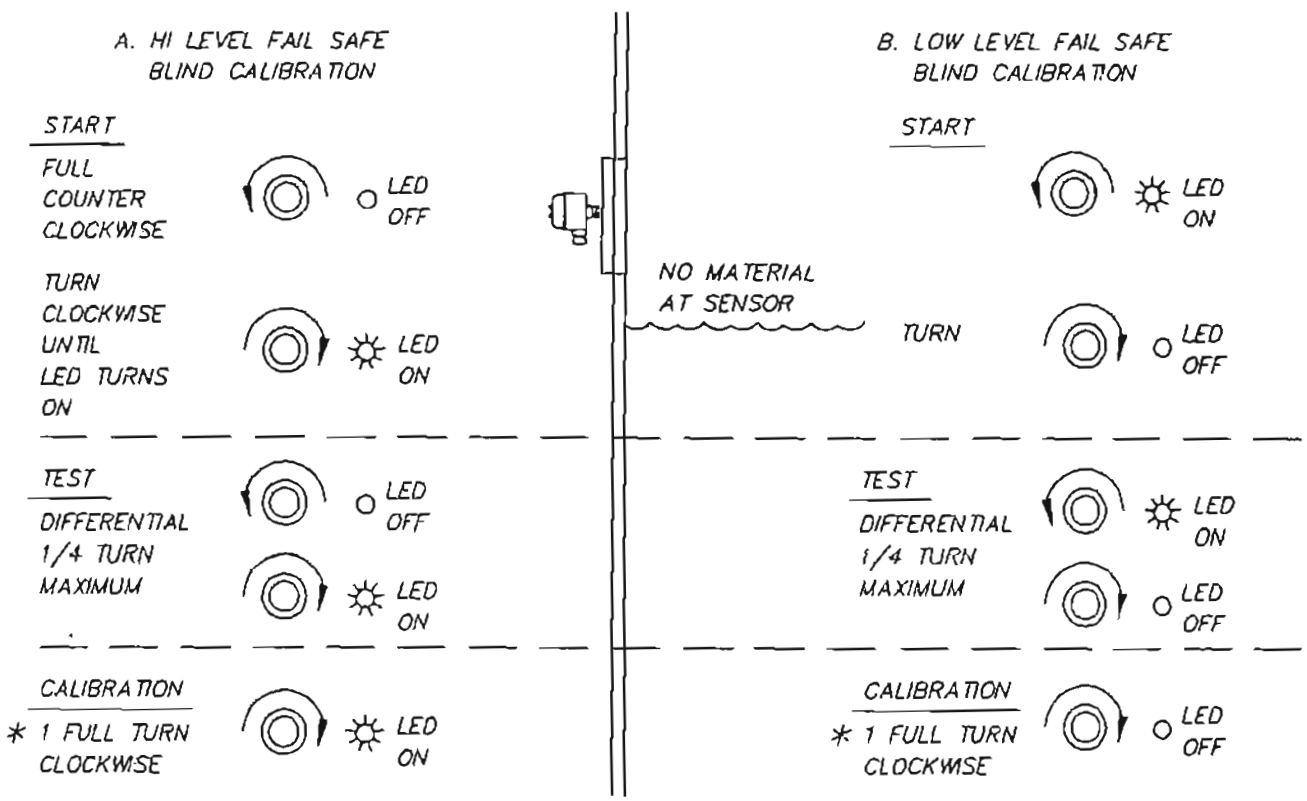

Fig. 5-9
A. **Blind Calibration High Level Fail Safe:** (Alarm when chute is full at sensor). See Figure 5-9.
B. **Blind Calibration Low Level Fail Safe:** (Alarm when chute is empty at sensor). See Figure 5-9.